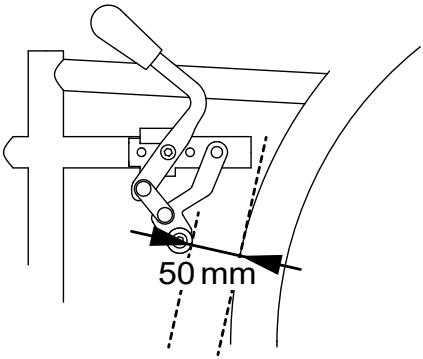
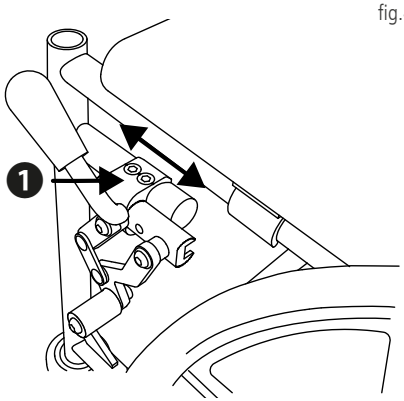

fig.4
fig.5
1. La distancia entre el perno del freno y la cubierta del neumático, con el mecanismo de freno abierto al máximo, debe ser de 50 mm en el punto más estrecho (fig. 4).
2. Al montar el adaptador de fijación del freno (1, fig. 5), asegúrese de mantener la distancia de 50 mm entre el perno del freno y la cubierta del neumático (fig. 4).
3. A continuación, vuelva a apretar los tornillos (1, fig. 5) y repita estos pasos en el otro lado con el otro freno de estacionamiento.
Si se utiliza el adaptador de altura opcional, la distancia eltre el perno del freno y la cubierta del neumático deberá ser también de 50 mm. Para corregir la distancia, afloje el adaptador de fijación del freno nuevamente y colóquelo en la posición correcta (1, fig. 5).
Orientación: Las marcas rojas del chasis y el freno incluyen el adaptador de fijación del freno derecho e izquierdo en caso de montaje sin adaptador de altura (1, fig. 5).